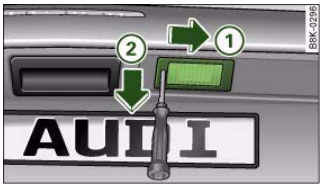

Fig. 282 Boot lid: Removing number plate light
- Insert the flat-blade side of the reversible screwdriver insert into the slot on the number plate light ⇒ fig. 282.